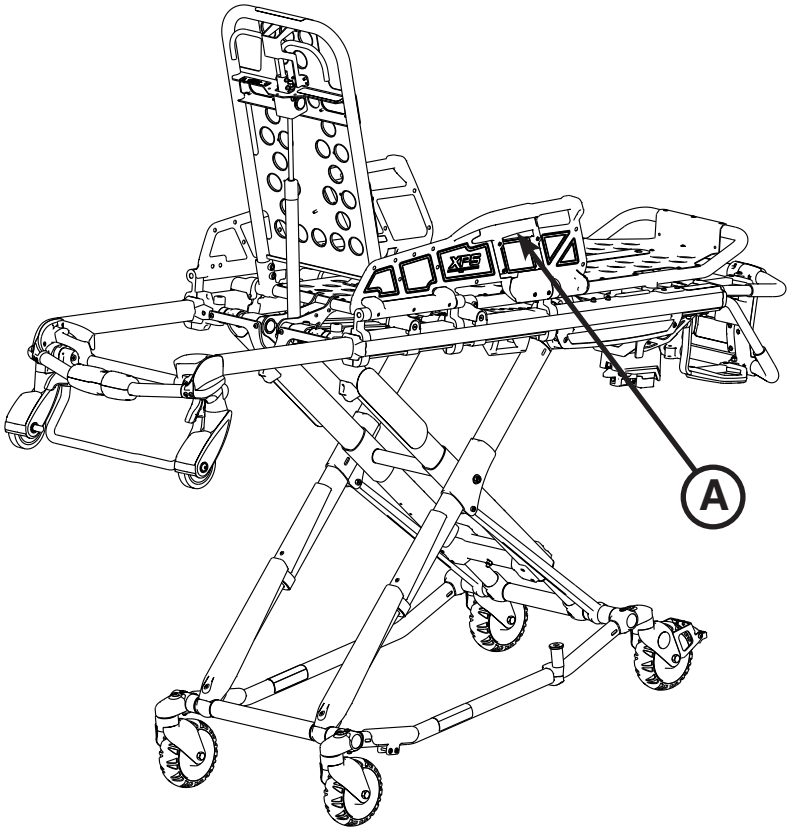

Figure 30
Pour abaisser les ridelles, soulever puis tirer la manette rouge (A) (Figure 30).